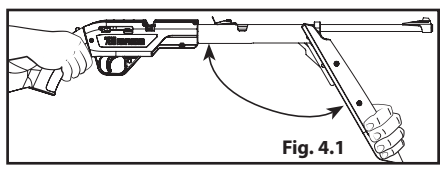

Fig. 4.1
2. Place your hands in the same positions as shown in Fig. 4.1. Improper hand placement may result in pinching if you lose hold of the forearm. May result in injury